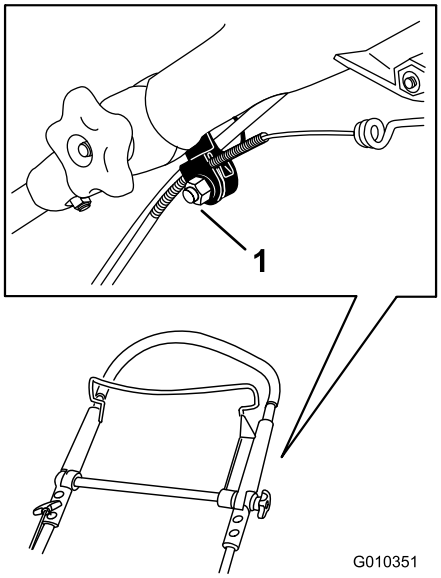

Figur 43
1. Lossa muttern på kabelfästet (Figur 43).